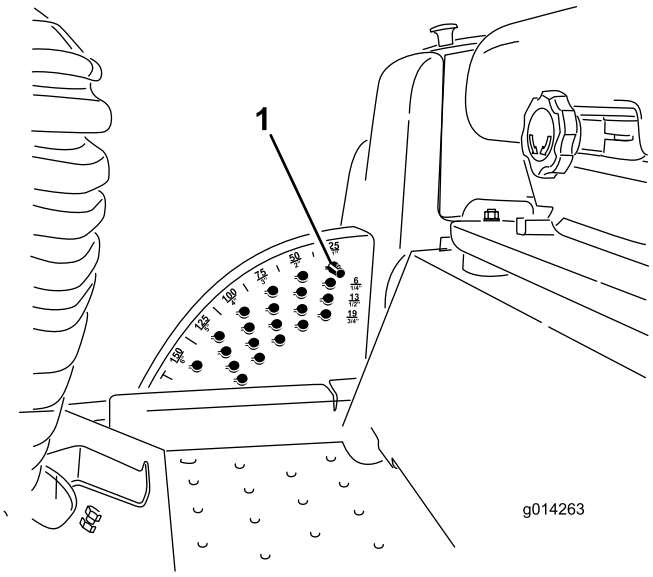

Figuur 16
Opmerking: Om het maaidek te vergrendelen in de opgeheven positie, moet u het maaidek boven de maaihoogtestand van 15 cm opheffen, de aanslagpen voor de maaihoogte verwijderen (zie Maaihoogte instellen) en de pen in de 15 cm stand plaatsen (Figuur 16).
1. Laat de motor lopen, druk de hefschakelaar naar achteren totdat het maaidek volledig is opgeheven, en **laat de schakelaar dan onmiddellijk los** (Figuur 16).
2. Om de maaihoogte in te stellen, moet u de aanslagpen draaien totdat de stomp ervan op een lijn staat met de gleuven in de openingen in de maaihoogtebeugel, en verwijderen (Figuur 16).
3. Kies de opening in de maaihoogtebeugel die correspondeert met de gewenste maaihoogtestand, en steek de pen daarin (Figuur 16).
Opmerking: Er zijn vier rijen met openingen (Figuur 16). In de bovenste rij vindt u de maaihoogte die staat aangegeven boven de pen. De tweede rij is voor de aangegeven maaihoogte plus 6 mm. De derde rij is voor de aangegeven maaihoogte plus 12 mm. De onderste rij is voor de aangegeven maaihoogte plus 18 mm. Voor de stand van 15,8 cm is er slechts één opening, die zich in de tweede rij bevindt. Hiermee wordt de stand van 15,8 cm niet verhoogd met 6 mm.